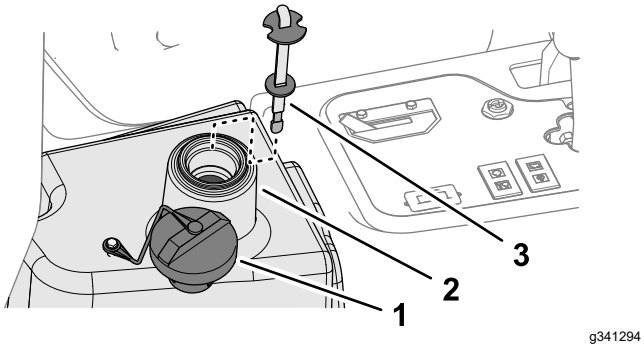

Rysunek 90
4. Napełnij zbiornik (Rysunek 90) ok. 22,7 litra świeżego oleju hydraulicznego; patrz Specyfikacja oleju hydraulicznego (Strona 62).